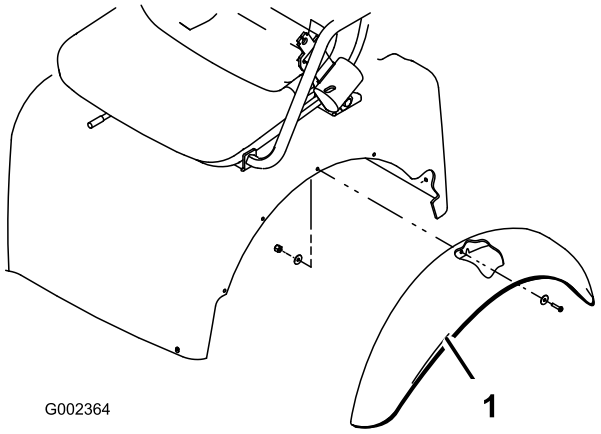

Figura 7
1. Alinee los cinco taladros de montaje del guardabarros con los taladros de cada lado de la carrocería (Figura 7).